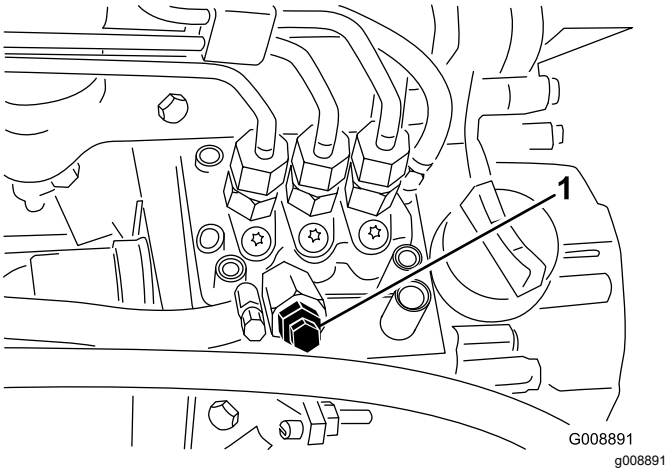

**Figur 35**
3. Åpne lufteskruen på pumpen for drivstoffinnsprøyting (Figur 35).